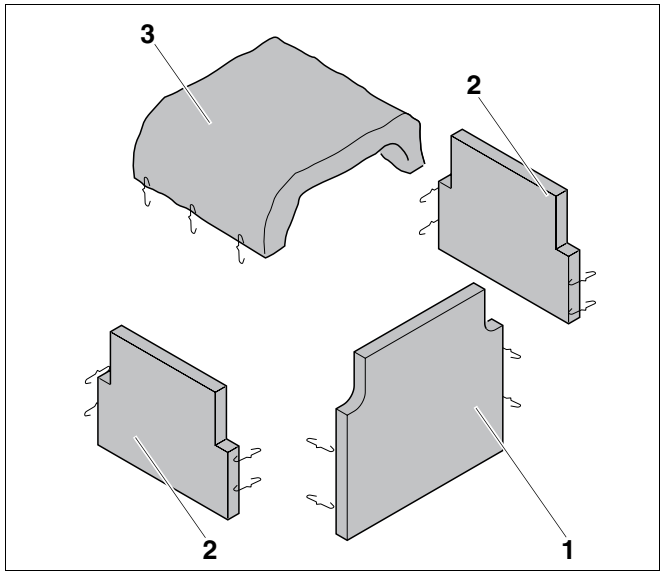
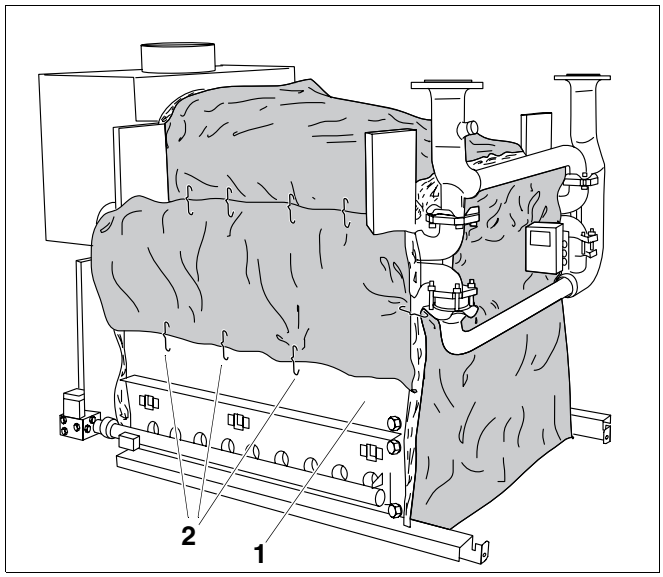

Afb. 49 Isolatie
Afb. 50 Gemonteerde isolatie
- Leg de isolatie van de rookgasverzamelaar (afb. 49, **pos. 3**) bovenaan op de bovenzijde van de rookgasverzamelaar.
- Druk de isolatie van de zijdelen van het ketelblok (afb. 49, **pos. 2**, rechthoekige isolatie met sleuven) tegen het ketelblok aan en leg ze om de grote naaf.
- Steek de isolatie van de zijdelen van het ketelblok (afb. 49, **pos. 2**) beneden aan het reinigingsdeksel boven de gasbrander (afb. 50, **pos. 1**) in en hang ze met bevestigingsveren (afb. 50, **pos. 2**) aan de openingen die voorzien zijn aan het reinigingsdeksel.
- Druk de isolatie van het voorste deel (afb. 49, **pos. 1**) tegen de voorzijde van het ketelblok en haak ze met de bevestigingsveren aan de aangrenzende isolatie. Bevestig de isolatie beneden ook nog.